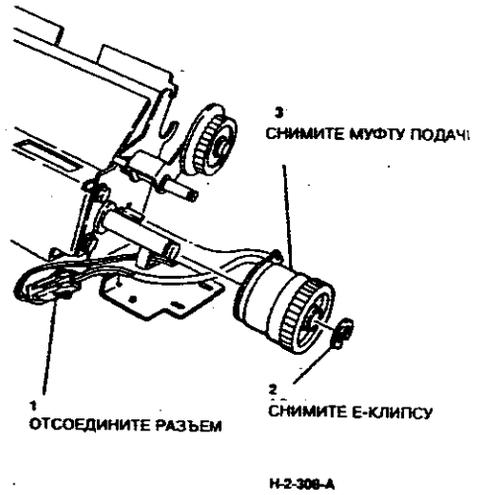

**Рисунок 2. Снятие муфты подачи**
3. (Рисунок 2) Снимите муфту подачи.